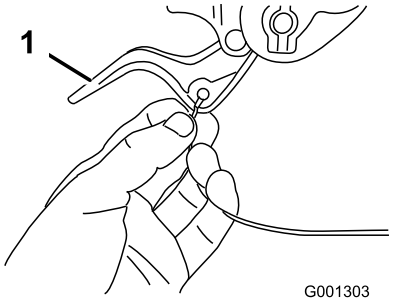

Figuur 6
2. Leid het linker- of rechterkabeluiteinde over de onderste handgreep en steek het uiteinde in de opening van de overeenkomende wielkoppelingshendel (Figuur 6).